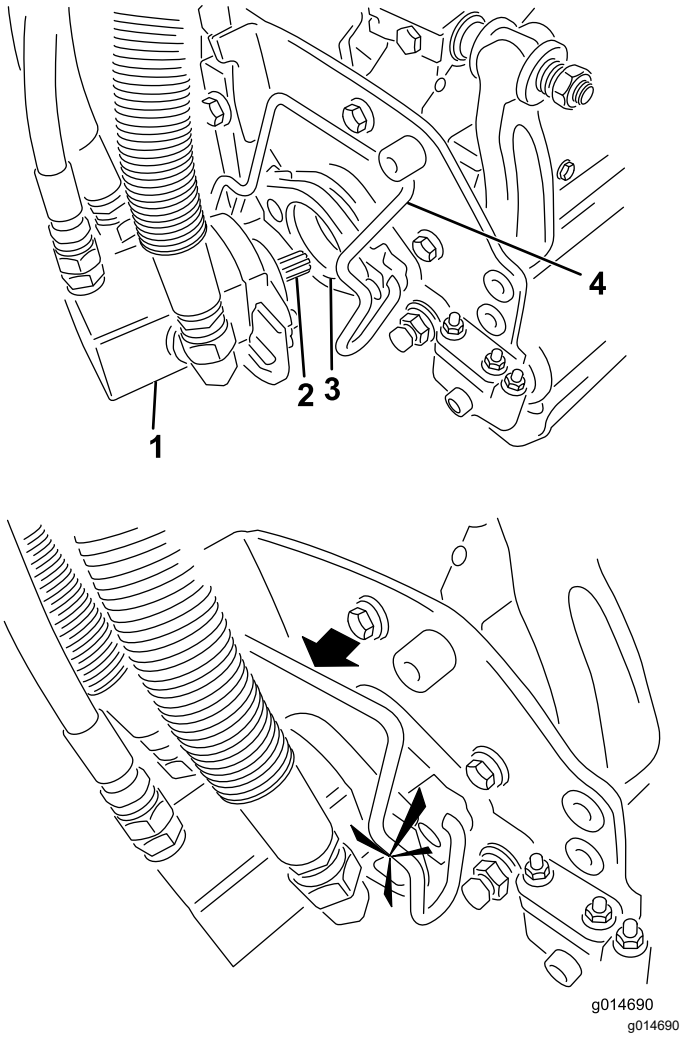

Figur 50
5. Stryk på rent fett på klippenhetsmotorns räfflade axel (Figur 50).
6. För in motorn på vänster sida av klippenheten (sett från förarsätet) och dra motorfäststaget på klippenheten mot motorn tills du hör ett klickljud från båda sidorna av motorn (Figur 50).